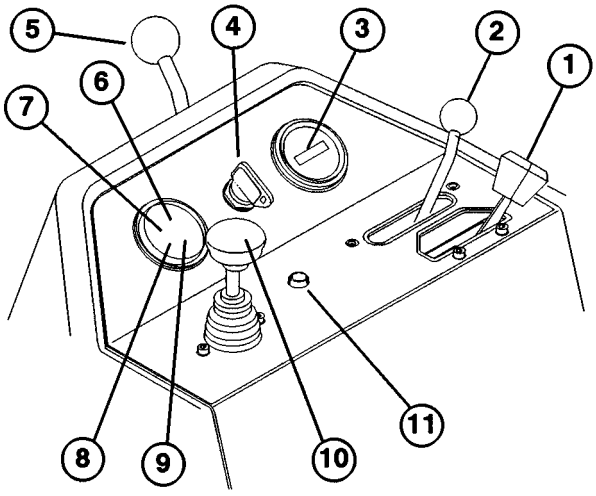

Afbeelding 10
Gashendel (Afb. 10)—De gashendel regelt het motortoerental. Door de gashendel in de FAST/SNEL-positie te zetten neemt het motortoerental toe; door de gashendel in de SLOW/LANGZAAM-positie te zetten neemt het motortoerental af.
Functiebesturingshendel (Afb. 10)—Kent twee (2) tractie-standen plus een NEUTRAAL-stand. Het is mogelijk om over te schakelen van maaien naar transport (niet naar de neutraalstand) terwijl de Greensmaster 3200-D in beweging is. Dit is niet schadelijk voor de machine.
Urenteller (Afb. 10)—Geeft het totaal aantal uren aan dat de machine gebruikt is. De urenteller begint te lopen als de contactschakelaar op ON/AAN gezet wordt.
Startschakelaar (Afb. 10)—Steek de sleutel in het contact, draai hem zo ver mogelijk met de wijzers van de klok mee naar de START-positie om de motor te kunnen starten. Laat de sleutel meteen los als de motor start; de sleutel zal in de ON/AAN-positie terecht komen. Draai de sleutel tegen de wijzers van de klok in naar de OFF/AF-positie om de motor te stoppen.
Borghendel stuurarm (Afb. 10)—Haal de hendel naar achteren om de afstelling te ontgrendelen, de stuurarm omhoog of omlaag te zetten voor het comfort van de bestuurder, en zet dan de hendel naar voren om de stand te borgen.
Watertemperatuurlampje (Afb. 10)—Als de temperatuur van de motorkoelvloeistof te hoog wordt gaat dit lampje branden en zal de motor automatisch uitgeschakeld worden.
Resetknop te hoge temperatuur (Afb. 10)—Indien de motor automatisch uitgeschakeld werd omdat deze oververhit geraakt was, drukt u de resetknop in en houdt u deze even ingedrukt totdat de machine verplaatst kan worden naar een veilige plek om af te koelen.
Gloeibougie-lampje (Afb. 10)—Als dit lampje brandt betekent dit dat de gloeibougies in werking zijn.
Accu-waarschuwingslampje (Afb. 10)—Dit lampje licht op indien de accuspanning te laag is.
Motoroliedruklampje (Afb. 10)—Dit lampje licht op indien de oliedruk onder een veilig peil komt.
Hendel voor Ophalen/Neerlaten/Maaien (Afb. 10)—Door deze hendel naar voren te zetten tijdens gebruik van de machine worden de maai-eenheden neergelaten en de messenkooien gestart. Haal de hendel naar achteren om de messenkooien te stoppen en de maai-eenheden op te halen. Tijdens gebruik kunnen de messenkooien stil gezet worden door de hendel even kort naar achteren te halen en dan weer los te laten. Start de messenkooien opnieuw door de hendel naar voren te drukken.